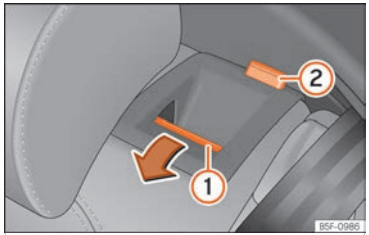

Fig. 66 Seient del darrere: abatre el respatller.
- Premeu la tecla de desbloqueig ››› fig. 66 ① cap endavant i, alhora, abateu el respatller. El respatller del darrere està desbloquejat quan es veu una marca vermella a la tecla ②.